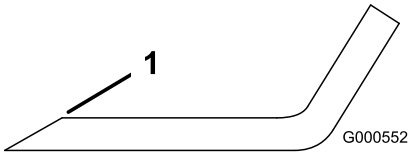

Figura 57
1. Utilize uma lima para afiar aresta de corte em ambas as extremidades da lâmina (Figura 57).
Nota: Se lâmina não estiver equilibrada, lime algum metal da extremidade da aba apenas (Figura 57).